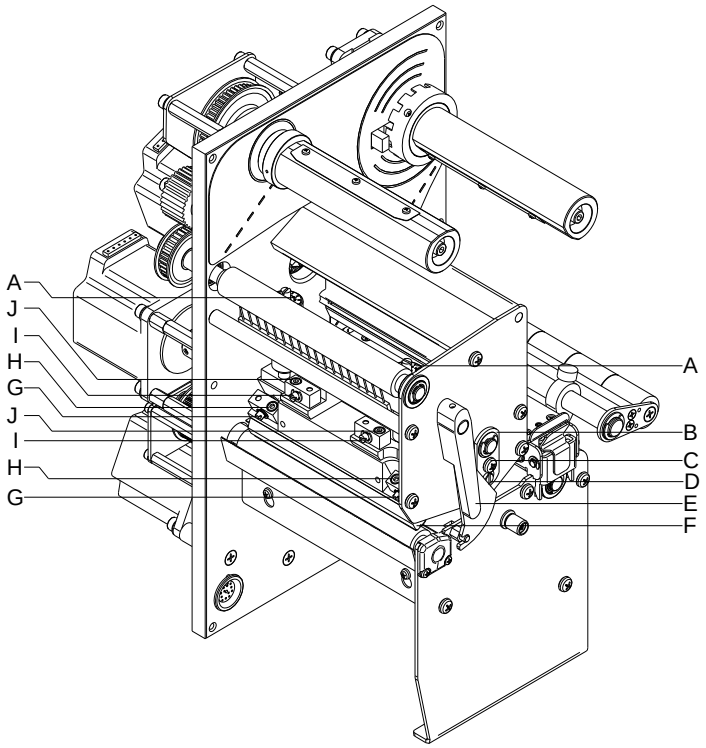

Figura 19
1. Allentare le viti (H oppure J, Figura 19) di circa ¼ di giro con una chiave per viti.
2. Impostare il parallelismo con le viti di regolazion (G oppure I, Figura 19).
4. Serrare di nuovo le viti (H oppure J, Figura 19).
Se dopo avere impostato il parallelismo la stampa non risulta uniforme sull'intera larghezza delle etichette, è possibile effettuare un'equilibratura mediante il pannello di regolazione (B, Figura 19) procedendo come segue:
1. Allentare la vite (C, Figura 19) di circa ¼ di giro.
2. Ruotare i bulloni eccentrici (D, Figura 19) per creare un'equilibratura di stampa e registrarli fino ad ottenere un'immagine di stampa uniforme.
3. Serrare di nuovo la vite (C, Figura 19).